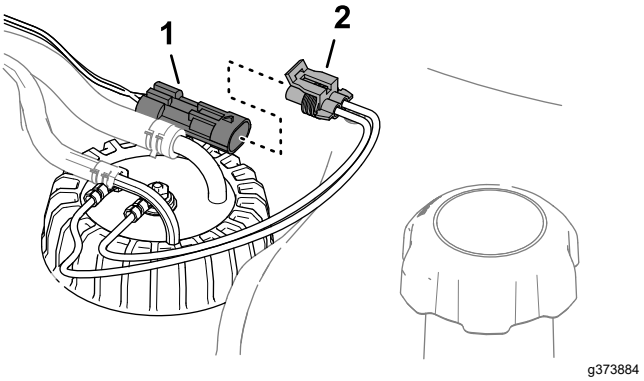

Figuur 125
6. Steek de connector van de kabelboom van de brandstofsensor in de connector van de machinekabelboom (Figuur 125).